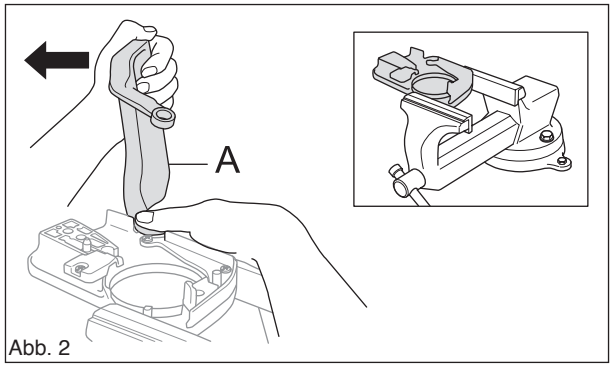

Abb. 2
Kupplungsdeckel vorsichtig in einem Schraubstock einspannen. Die Bremse auslösen, dazu den Handschutz (A) der Säge als Werkzeug verwenden. Sein Eingriff passt in den der Bremse und wird im Gegenuhrzeigersinn gedreht, bis die Bremse aktiviert ist (Siehe Abb. 2.).